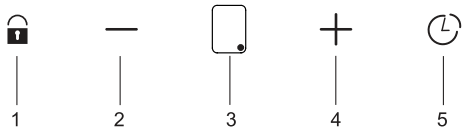

Abb. 18: Stufenregler vom Gebläse
2. Erhöhen Sie die Gebläsestufe in dem Sie die '+' Taste drücken (Abb. 18/4).
3. Reduzieren Sie die Gebläsestufe indem Sie die '-' Taste drücken (Abb. 18/2).